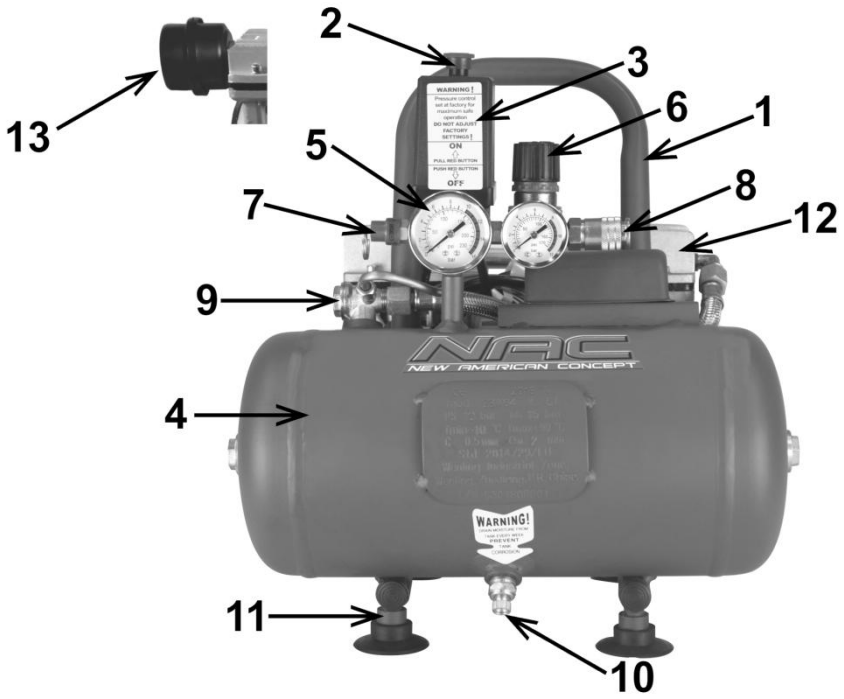

Rys. 1
Upewnić się, że przełącznik główny **2 (Rys. 1)** jest w pozycji „wyłączony" („OFF").
- Ustawić włącznik zasilania **2 (Rys. 1)** w pozycji wyłączonej **„OFF"**.
- Obrócić pokrętło regulatora **6 (Rys. 1)** zgodnie z ruchem wskazówek zegara, aby usunąć powietrze. Kompresor uruchomi się ponownie przy ustawionym ciśnieniu. Obrócić pokrętło regulatora w kierunku przeciwnym do ruchu wskazówek zegara, aby odciąć dopływ powietrza i ustawić przełącznik w pozycji wyłączonej.
- Usuń wilgoć nagromadzoną w zbiorniku powietrza poprzez otwarcie zaworu spustowego **10 (Rys. 1)**.